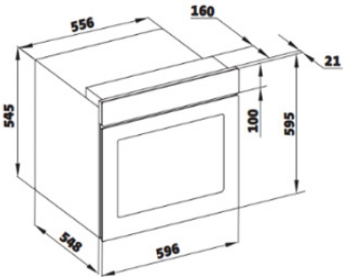

Abbildung 4
- Die Abmessungen des Geräts sind in Abbildung 4 angegeben. Die zu installierenden Möbeloberflächen und das zu verwendende Installationsmaterial müssen einer Temperatur von mindestens 100 °C standhalten.